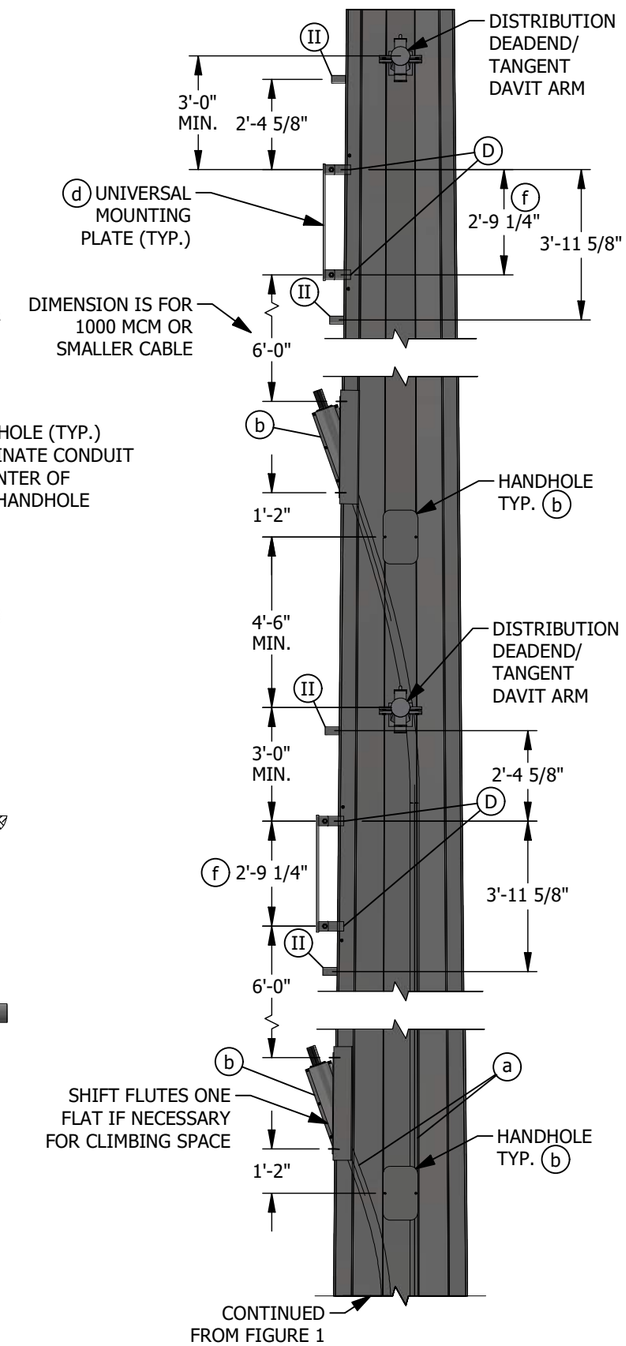

FIGURE 2
A. IF BOTTOM FLUTE IS UTILIZED FOR SECONDARY SERVICES, ALLOW FOR SECONDARY VANG(S) AND REFERENCE SECONDARY STANDARDS, WHICH ARE CURRENTLY BEING DESIGNED.
D. ENSURE POLE MANUFACTURER DRILLS FOUR 5/8-INCH THROUGH HOLES ON EACH SIDE OF THE MOUNTING BRACKET (AS SHOWN IN FIGURE 2) AND WELD 1/2-INCH STAINLESS STEEL NUTS OVER EACH HOLE.